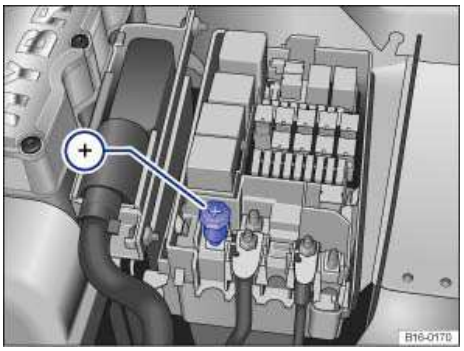

Fig. 182 In the engine compartment: Positive jump-start terminal +.
The positive jump-start terminal is in the engine compartment ⇒ fig. 182 (+). Your vehicle can only jump-start by using this terminal. Your vehicle cannot provide starting assistance to other vehicles ⇒ ⓘ
3. Attach one end of the *red* jumper cable to the **positive jump-start terminal** in the engine compartment ⇒ fig. 182 (+), (1), ⇒ ⚠.
4. Attach the other end of the *red* jumper cable to the **positive terminal** (+) of the good battery (booster battery) in the vehicle that is providing starting assistance: (2).
5. Attach one end of the *black* jumper cable (3) to a suitable **negative jump-start terminal of the vehicle providing starting assistance**. If a negative terminal is not available, attach the cable to a bare metal part of the vehicle. This part should be connected directly to the engine block. You may also attach the cable to the engine block itself or to the towing eye installed on the front of the vehicle.
6. Attach the other end of the *black* jumper cable (3) to **a bare metal part of your vehicle with the dead battery**. This part should be connected directly to the engine block. You may also attach the cable to the engine block itself or to the towing eye installed on the front of the vehicle ⇒ *Installing the front towing eye*. Attach the clamp to a point that is as far away as possible from the dead battery ⇒ ⚠.